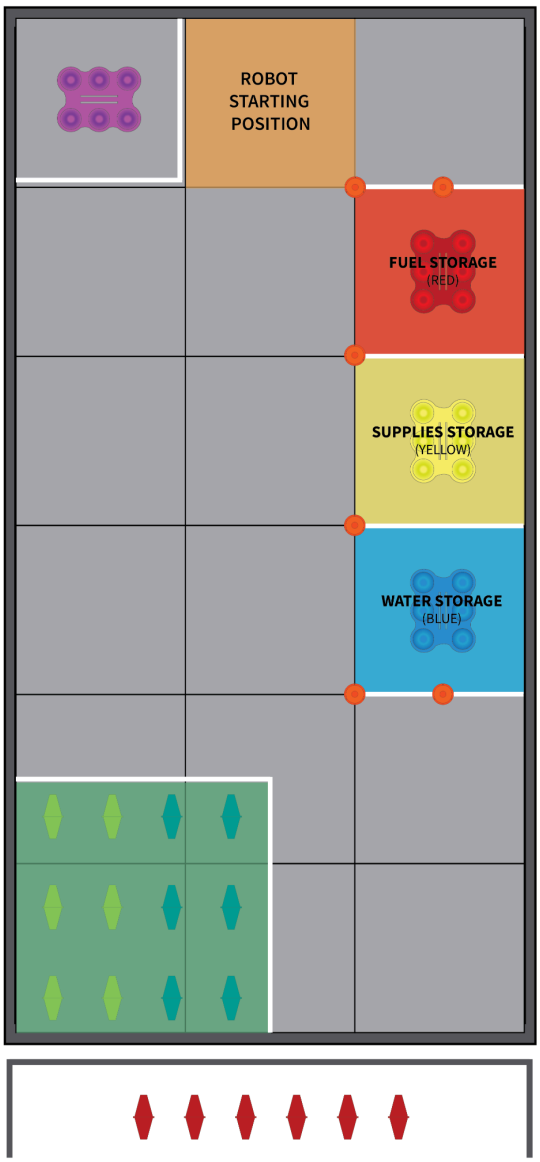

Figure 3.1.1: Storage zones
- The color of the cone matches the storage container and storage zone (see figure 3.1.1):